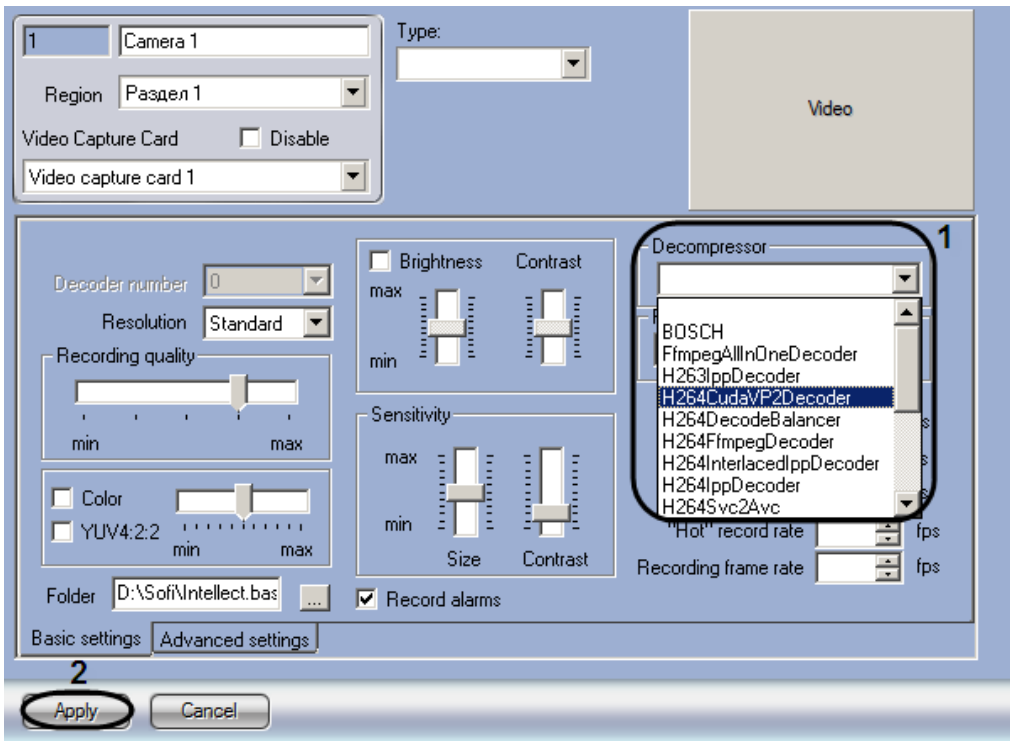

Figure 12.3-26 The decompressor selection
6. Go to the settings panel for the “Camera” object (Figure 12.3-26).
7. In the “Decompressor” drop-down list select the “H264CudaVP2Decoder” value (Figure 12.3-26, 1).
8. Click the “Apply” button (Figure 12.3-26, 2).